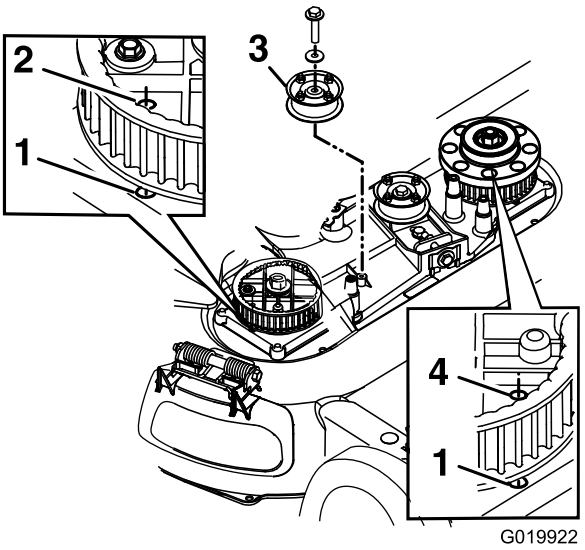

Figur 41
8. Fjern den faste styreremskive samt bolte og møtrikker (Figur 41).
10. Ret hullerne i højre og venstre kædehjul ind med hullerne i huset, som vist i Figur 41.